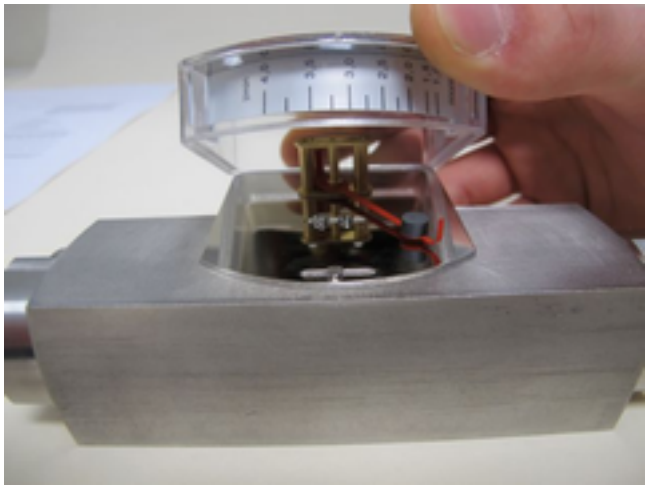

Fig. 42: Display housing Remove
2. Carefully remove the display housing cover plate and plastic housing from the display base plate by lifting straight up(*Fig. 42*) Take care not to damage the pointer mechanism.